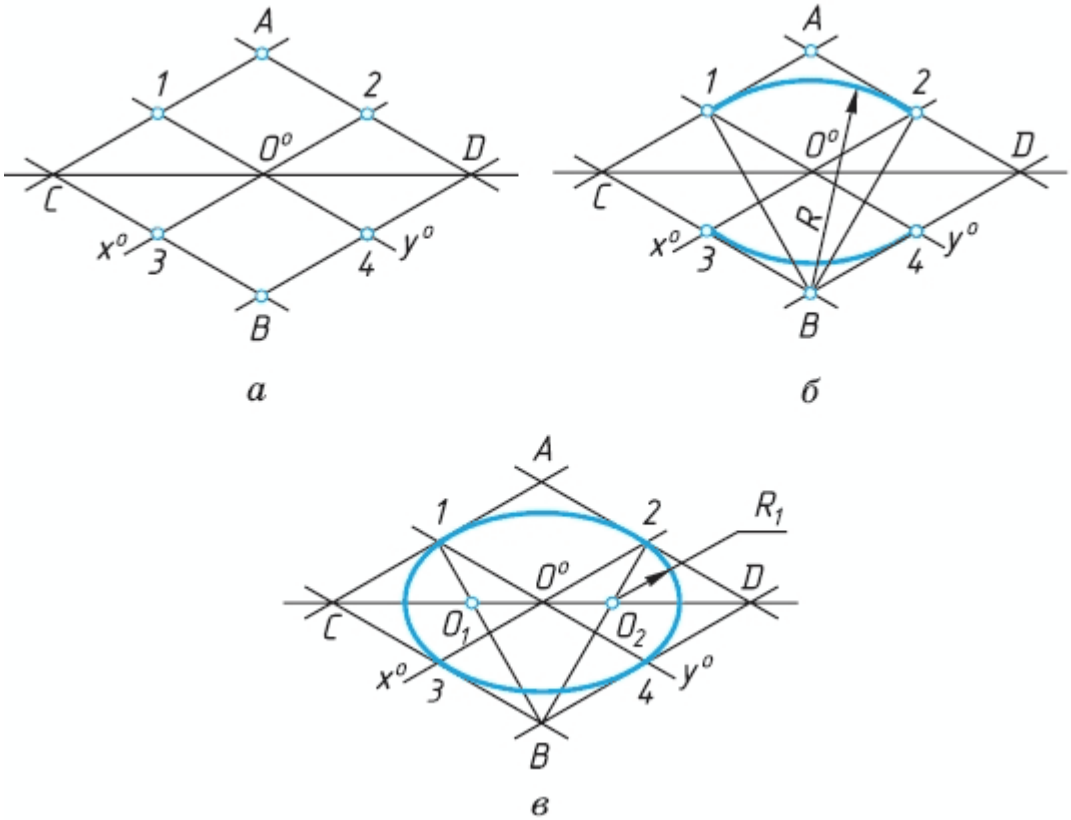

Рис. 6.1
1. Строят ромб, сторона которого равна диаметру изображаемой окружности. Для этого через точку 0^0 проводят оси x^0 и y^0 (рис. 6.1, а). На них от точки C^0откладывают отрезки C^01, C^02 и т. д., равные радиусу изображаемой окружности. Через точки 1, 2, 3 и 4 проводят прямые, параллельные осям x^0 и y^0, получая на чертеже точки А, Б, С и D.
2. Для того чтобы вписать в ромб овал, из вершин тупых углов - точек В и А - проводят дуги. Их радиус R равен расстоянию от вершин тупых углов (точек Б и А) до точек 1, 2 или 3, 4 соответственно (рис. 6.1, б).
3. Через точки В и 1, В и 2 проводят прямые. При пересечении прямых В1 и В2 с большей диагональю ромба CD получают точки 01 и 02 (Рис. 6.1, в). Эти точки